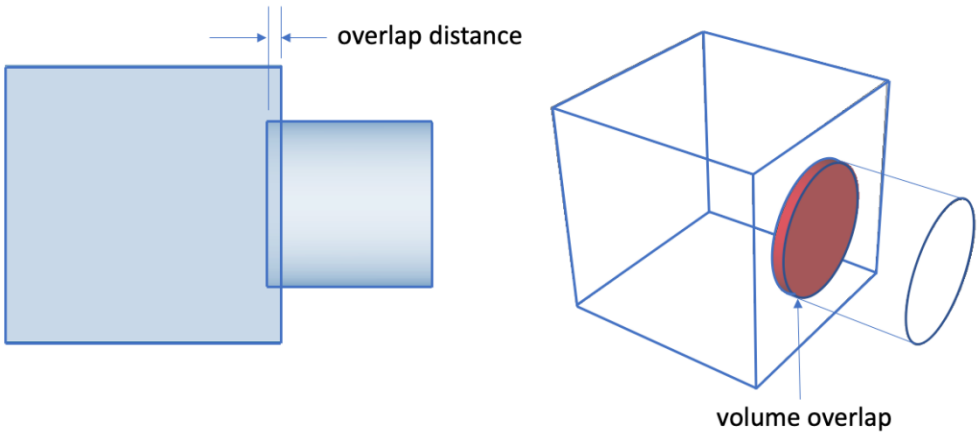

**Figure 14. Volume Overlap Example**
- **Volume Overlaps** - Lists volume pairs that are overlapping. Figure 14. shows an example of a volume overlap. Overlapping volumes can result in sliver surfaces and bad element quality if they are not resolved prior to imprinting and merging. Overlaps can be displayed with the context menu item, **Draw Volume Overlap** which displays the overlap region in red. The **remove overlap** command or **tweak surface replace** commands can often be used to correct overlaps.